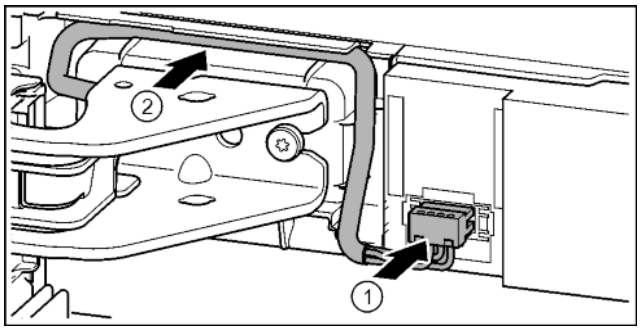

*Fig. 35*
▶ Click the connector into place above the upper mounting block and carefully place the cable strands into the channel. *Fig. 35 (1)*
▶ Carefully position the grey cable in the guide above the top bearing bracket. *Fig. 35 (2)*